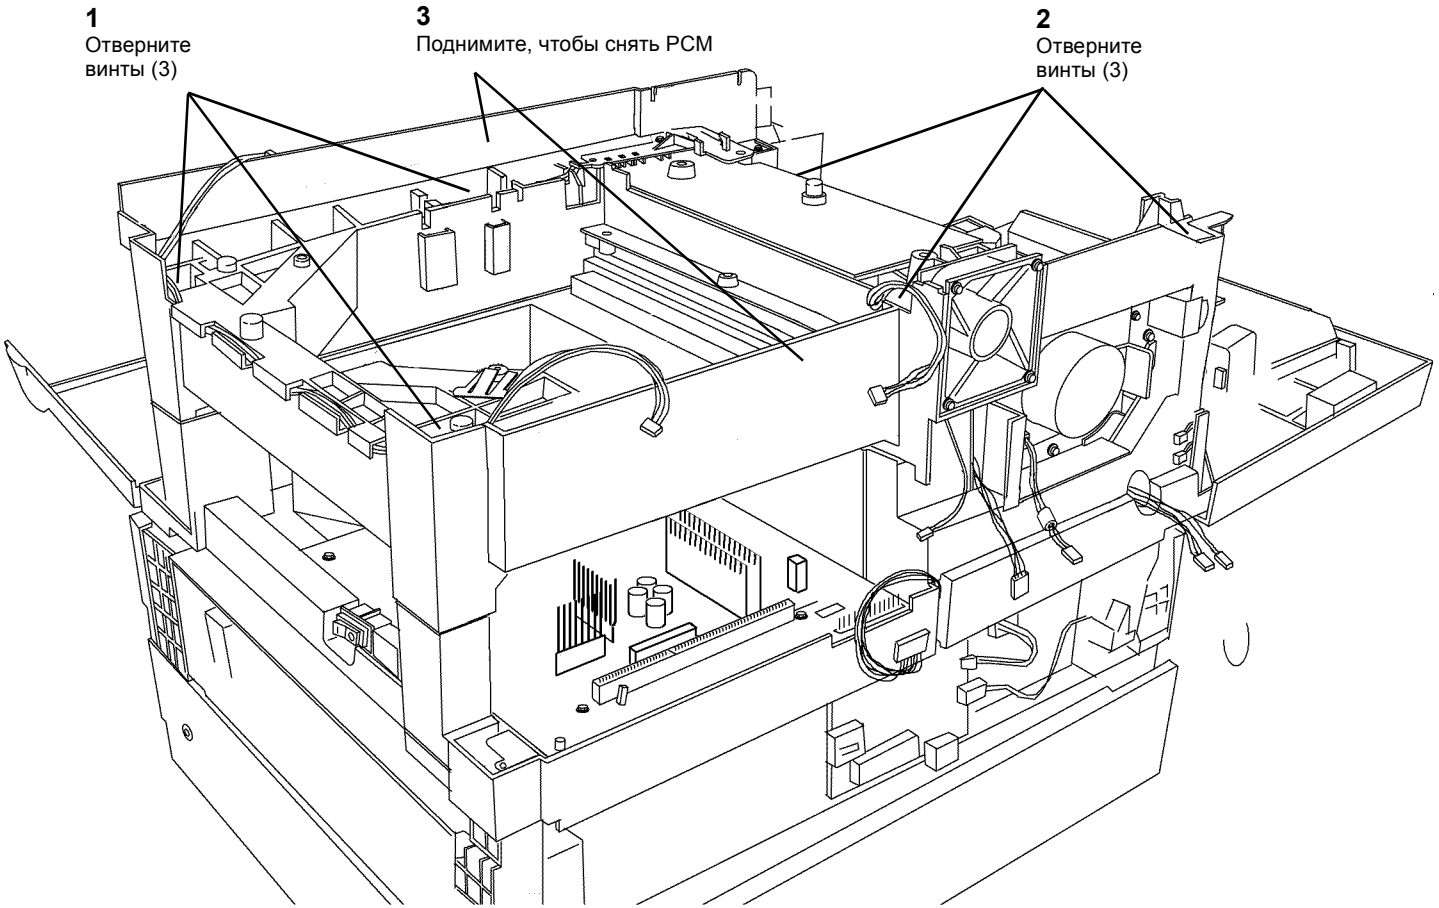

Рисунок 3 Снятие верхнего каркаса PCM
12. Снимите верхний каркас PCM (Рисунок 3).